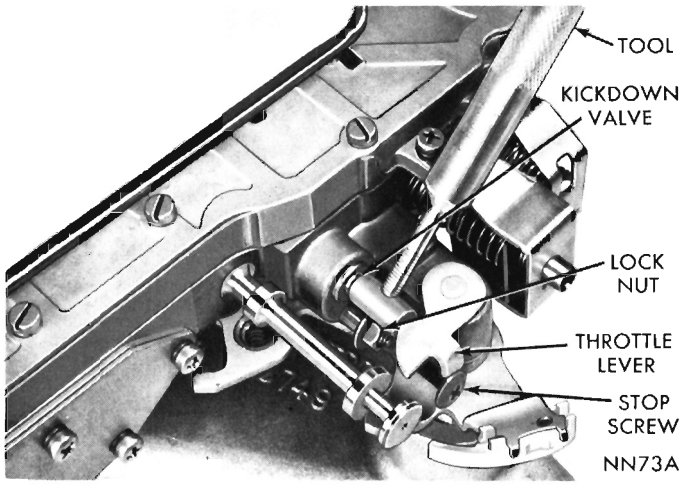

Fig. 24—Throttle Pressure Adjustment
(1) Remove valve body assembly from transmission to perform adjustment.
(2) Loosen throttle lever stop screw lock nut and back off approximately five turns (Fig. 24).
(3) Insert gauge pin of Tool C-3763 between the throttle lever cam and kickdown valve.
(4) By pushing in on tool, compress kickdown valve against its spring so throttle valve is completely bottomed inside the valve body.
(5) As force is being exerted to compress spring, tighten throttle lever stop screw finger tight against throttle lever tang with throttle lever cam touching tool and the throttle valve bottomed. **Be sure adjustment is made with spring fully compressed and valve bottomed in the valve body.**
(6) Remove tool and tighten stop screw lock nut securely.